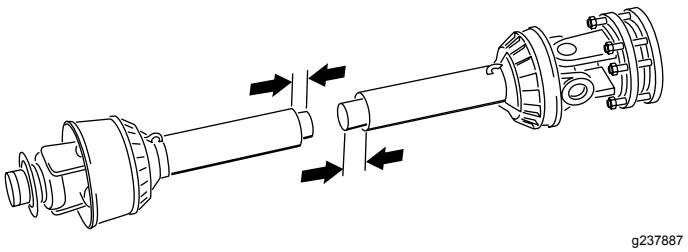

Figur 17
11. Separera de båda halvorna av kraftuttagsaxeln (Figur 17).
12. Mät avståndet från änden av varje rör till rörets säkerhetsskydd (Figur 17). Notera avstånden.